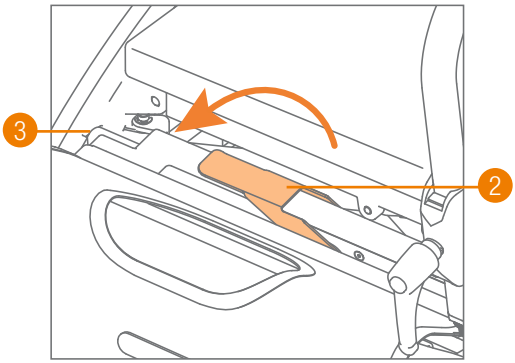

Figure 32: Verrouillage du kit chaise roulante.
d. Poussez le levier rouge doucement vers le bas, pour verrouiller le kit chaise roulante. Cela provoque l'extension des boulons de fixation de sorte que le kit soit correctement sécurisé **(Figure 32)**. Vous pouvez maintenant marcher normalement avec votre déambulateur Rollz Motion.